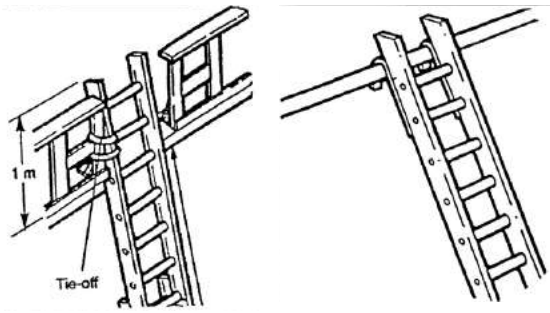

Figure 3
l) Erect the ladder so that approximately one metre (3 ft) extends above a landing platform. (See Figure 3)